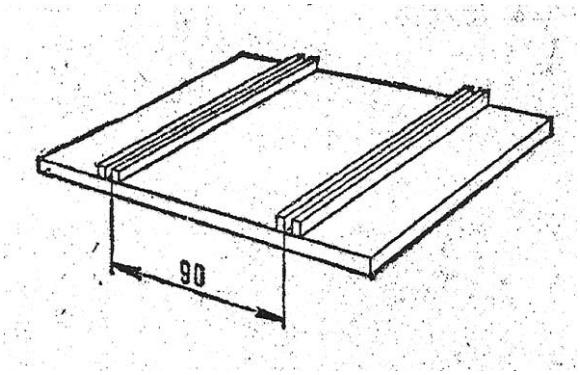

Рис.2
1. Встановити боковини кузова в пристосування, показане на рис. 2.